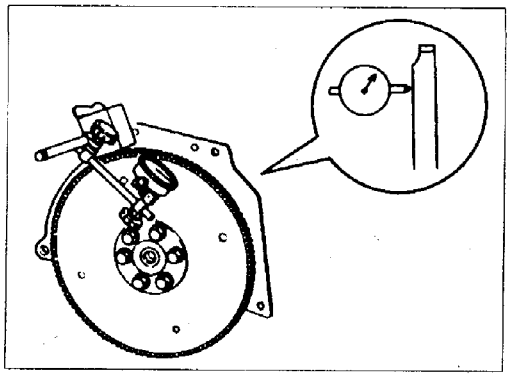

图 5－3－15
b. 见图 5－3－16，将扭矩变换器安装在变速器上时，应保证 A 的尺寸。尺寸 A：≥14mm。